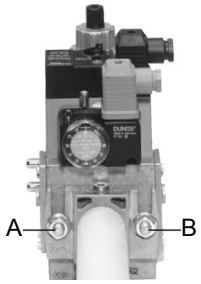

Рис. 10
1.Расслабить винты A и B, но **не снимать** их (Рис. 9 и Рис. 10)
2. Отвинтить винты C и D (Рис. 9 и Рис. 10)